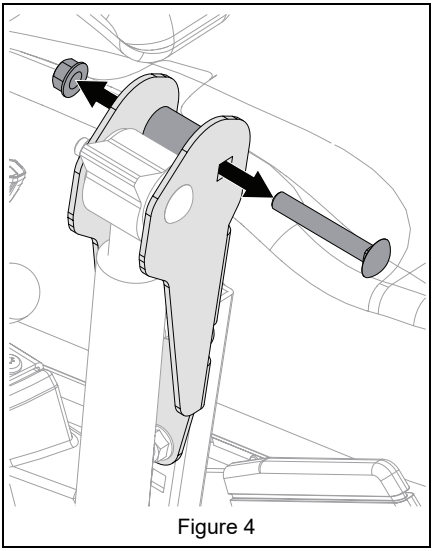

Figure 4
9. Remove hardware retaining eccentric spacer. See Figure 4.